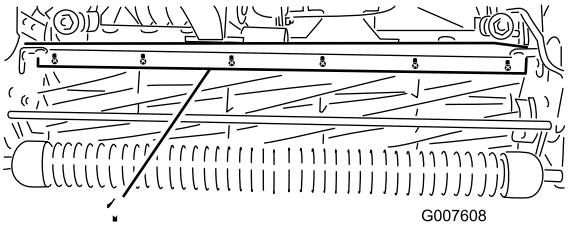

**Figur 56**
1. Løsne skruene som fester den øverste stangen (Figur 56) til klippeenheten.